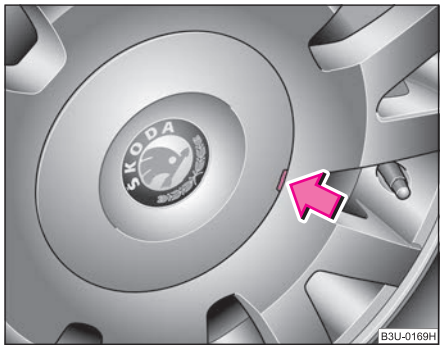

Fig. 192 Changing a wheel: Pulling off the wheel trim cap
– Carefully ⇒ fig. 192 lever off the wheel trim cap using the removal hook . ■